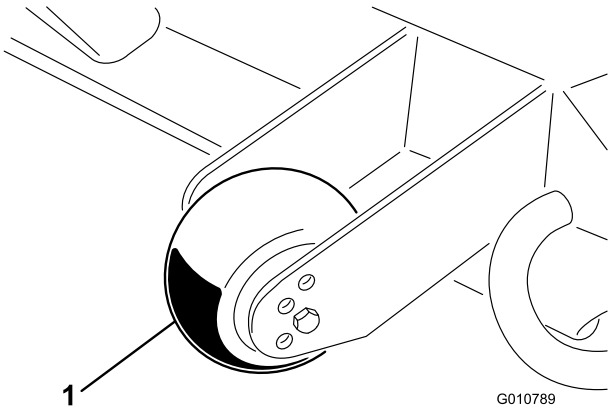

Figur 11
1. Avlägsna huvudskruven och muttern som fäster klipphöjdshjulet till klippenhetsfästena (Figur 11).